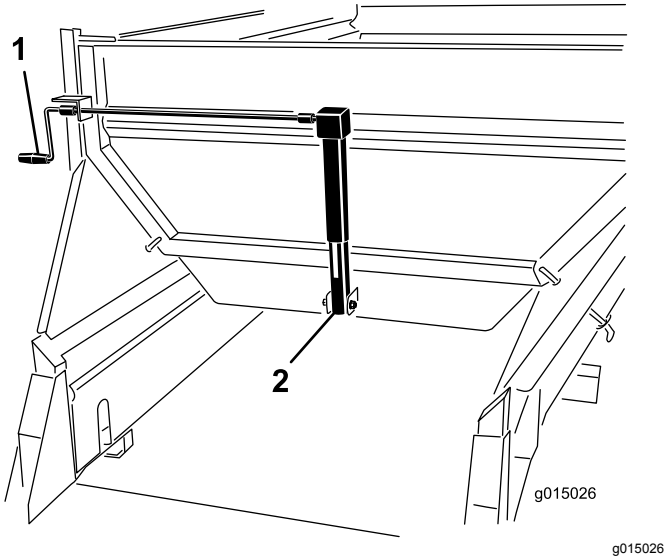

**Figur 45**
Vrid veven för att justera grinden (Figur 45) tills pilarna riktas in mot mitten av den önskade färgen (gul i detta exempel).
1. Vrid veven för att justera grinden (Figur 45) tills pilarna riktas in mot mitten av den önskade färgen (gul i detta exempel).